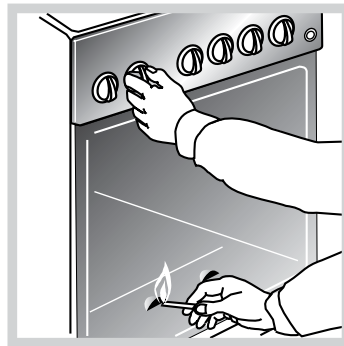

Рис.3
- Чтобы зажечь горелку духовки, откройте дверцу, поднесите зажженную спичку к окну запальника, поверните ручку крана в положение «максимальное пламя» и нажмите до упора (рис. 3).